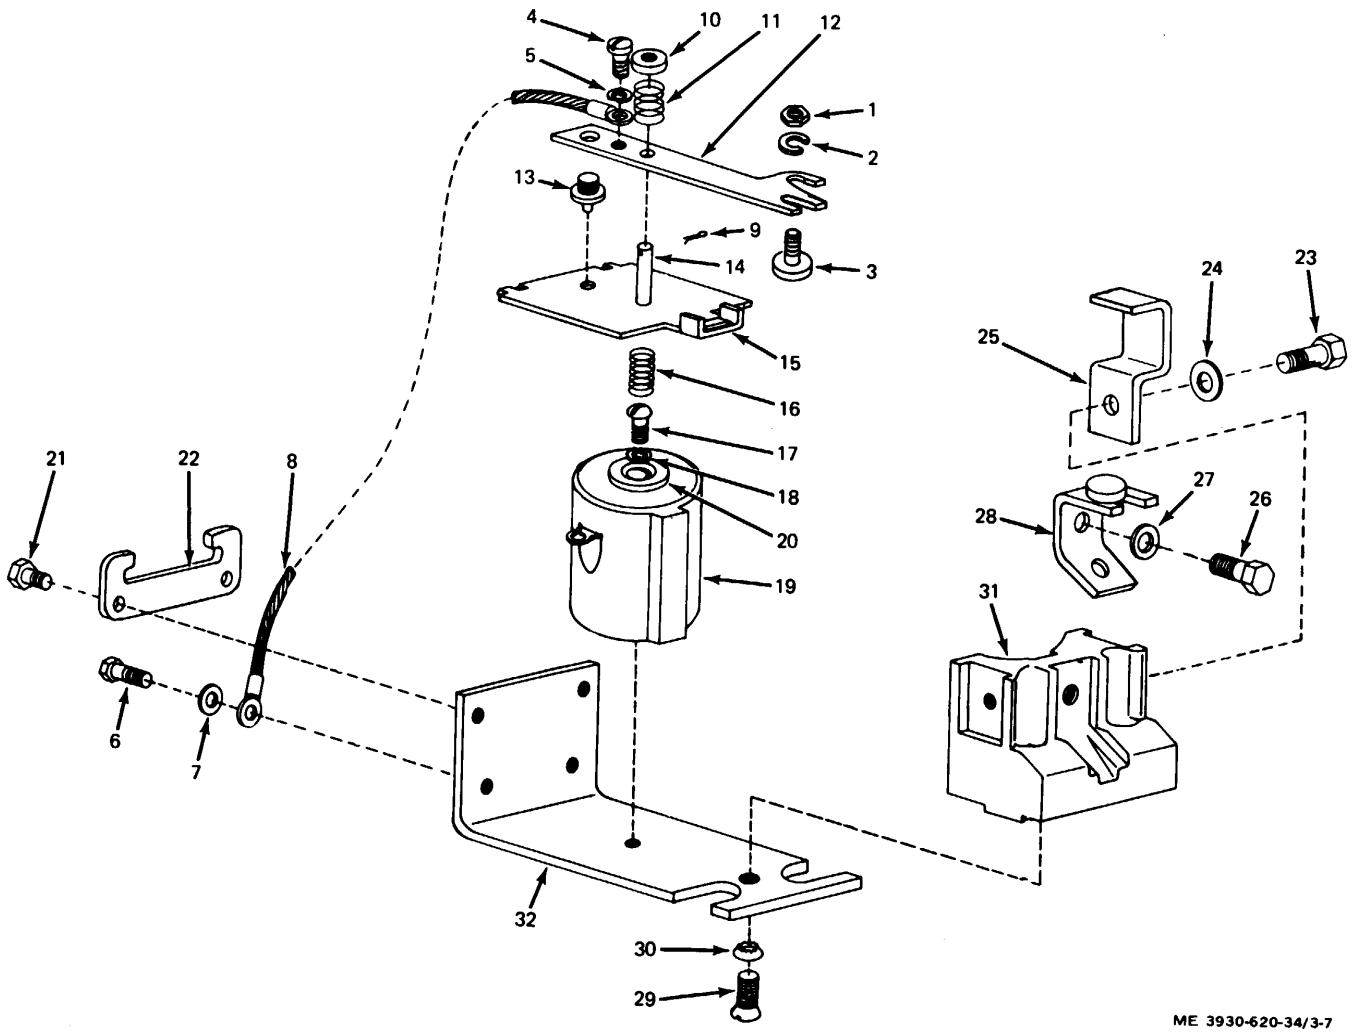

Figure 3-7. Power steering contactor. exploded view.
(1) Disassemble in the sequence of figure 3-7 and as follows:
KEY to fig. 3-7: